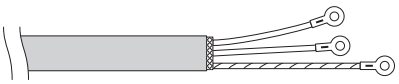

Afb. 4-12
(4) Bevestig ringaansluitingen aan de signaaldraden en de afgeschermde draden die u bij stap (2) geïsoleerd hebt. (Afb. 4-12)